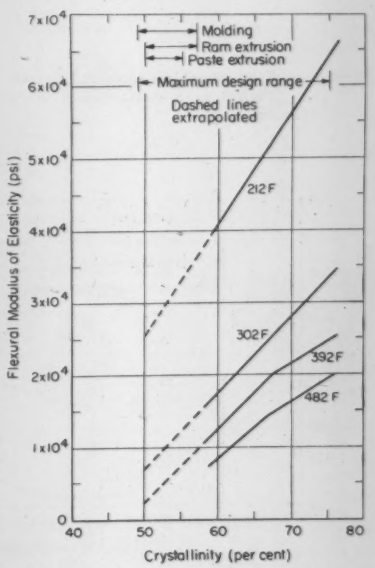

Fig. 13—Flexural modulus of elasticity in three temperature ranges.
**Stiffness Considerations:** Relationship between modulus of elasticity and crystallinity is shown in Fig. 13.